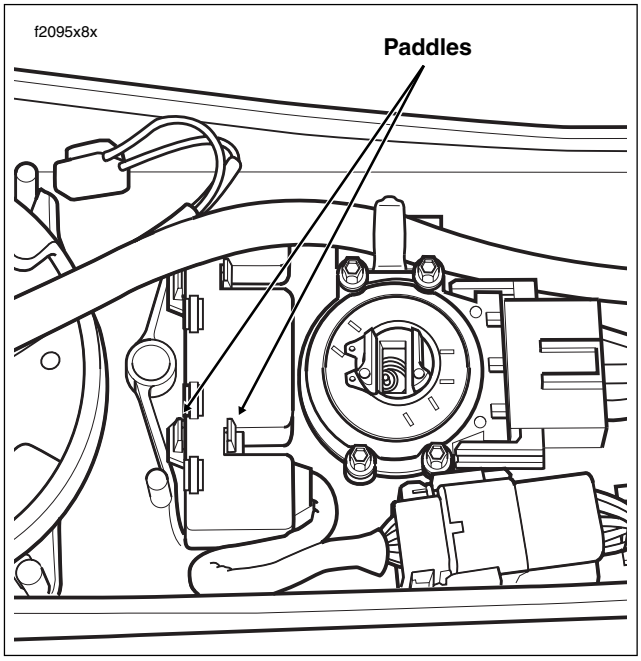

Figure 8-123. Release Paddles to Free Indicator Lights Assembly (FLHR/C)
b. Using thumb and index finger, squeeze front and rear paddles on same side of assembly while rotating screwdriver. See Figure 8-123.